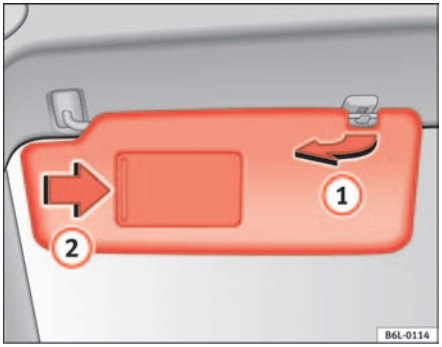

Fig. 63 Sun visor on the driver side
The sun visors for the driver and the front passenger can be pulled out of their mountings in the centre of the vehicle and turned towards the doors ⇒ fig. 63 (1).